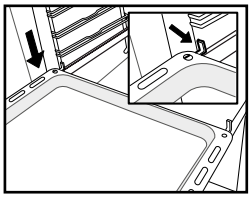

Рис. 5
5. Установите принадлежности на направляющие *(Рис. 5, 6)*.